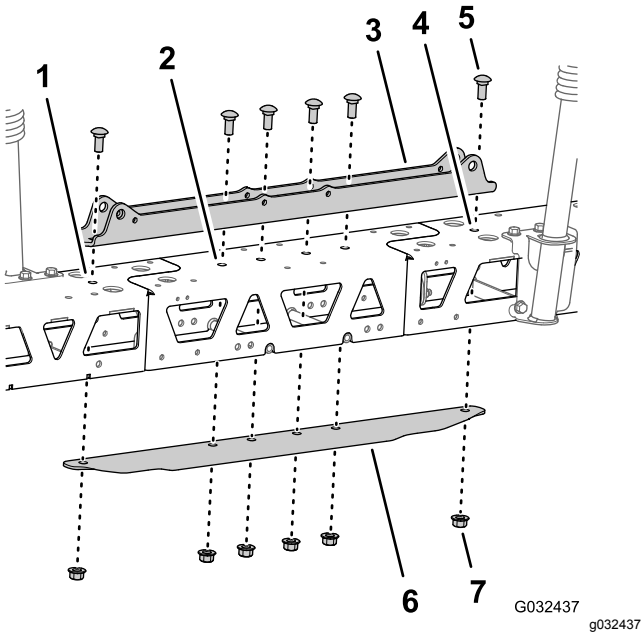

Figuur 53
5. Lijn de gaten in de cilinderbevestiging uit met de openingen in het midden van het frame en het verlengstuk van de middelste spuitboom (Figuur 53).
6. Monteer de verbindingsplaat op het frame en het verlengstuk van de middelste spuitboom, en lijn de opening in de verbindingsplaat uit met de openingen in het midden van de frames en het verlengstuk van de spuitboom (Figuur 53).
7. Monteer de cilinderbevestiging, de frames, het verlengstuk van de middelste spuitboom en de verbindingsplaat met de 2 slotbouten (1/2 x 1-1/4") en 2 flensborgmoeren (1/2") die u verwijderd hebt in stap 2 van De frames van de middelste spuitboom losmaken (bladz. 25), en de 4 slotbouten (1/2 x 1-1/4") en 4 flensborgmoeren (1/2") van de egalisatieset van het GeoLink spuitsysteem (Figuur 53).